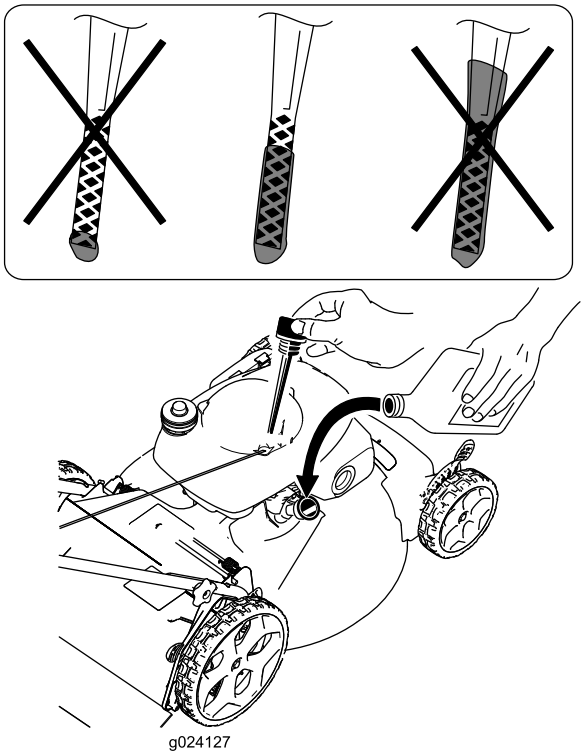

Figura 5
2. Retire la varilla (Figura 5) y vierta aproximadamente tres cuartas partes de la capacidad total del cárter por el tubo de llenado de aceite.
5. Retire la varilla y compruebe el nivel de aceite en la misma (Figura 5).